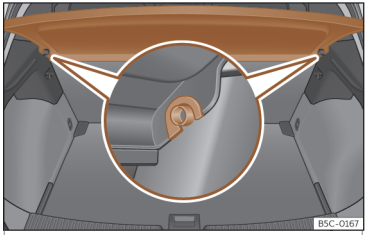

Fig. 116 Nel bagagliaio: smontare e montare il ripiano.
- Togliere il pianale dai supporti laterali >>> **fig. 116** tirandolo verso l'alto ed estrarlo.
- Inserire la copertura in modo orizzontale facendo coincidere la "mezzaluna" sull'asse dei supporti>>> **fig. 116** e premendo verso il basso fino a far scattare l'innesto.